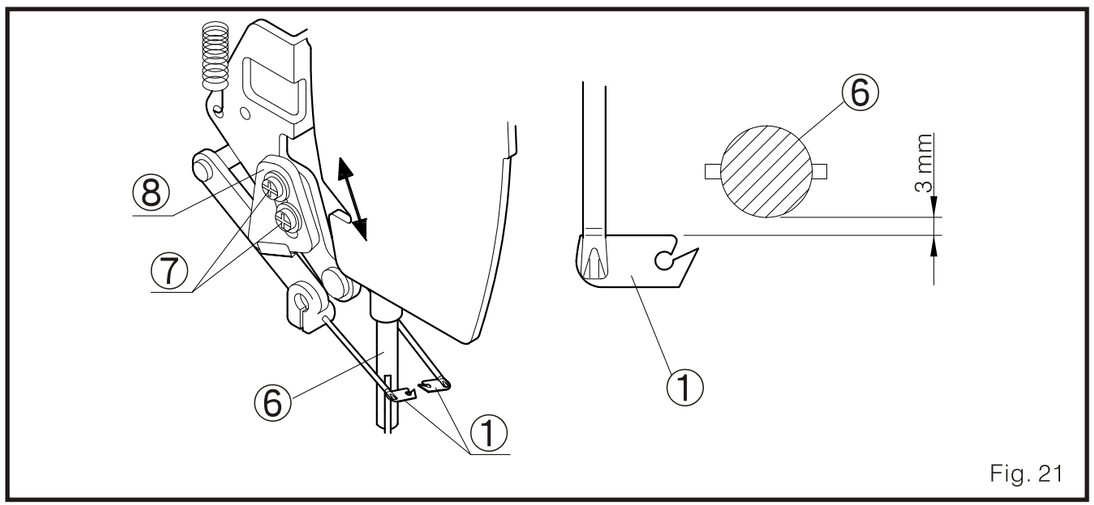

Fig. 21
2. Afloje el tornillo ajustado 7, y ajuste la posición del bloque 8 para que la distancia entre la punta del limpiador de hilo 1 a la barra del pie prénsatelas 6 sea de 3 mm cuando el limpiador de hilo 1 vuelva.(Fig. 21)